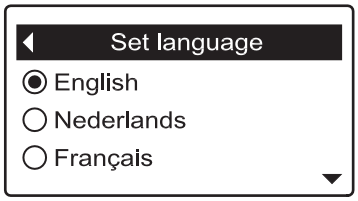

FIG. 98
3. Press the SELECT (○) button to display the Set language menu (See Figure 98). The current language is highlighted with a dot.